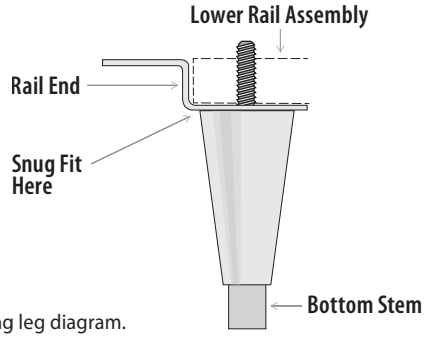

***Fig. 4.*** Leveling leg diagram.
3. Thread the leveling legs into the frame rail or appliance bottom. See figs. 4 and 5.
5. If the appliance is not level, gently lift and support the low end of the appliance. Then, with an adjustable wrench, screw the leveling leg bottom stems in or out to level and support the appliance. See fig. 4 and 6.